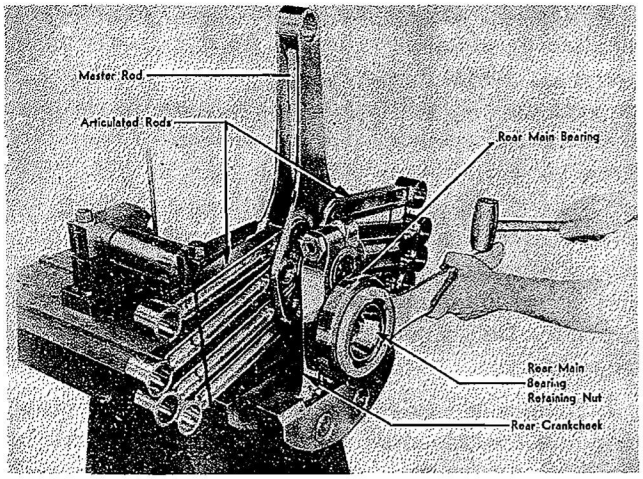

Figure 218—Tightening Rear Main Bearing Retaining Nut
i. Install the crankshaft rear main bearing outer race, retainer, and rollers on the inner race. Insure that the side of the outer race marked "PROPELLER END" is facing toward the crankshaft rear cheek. Install the crankshaft rear main bearing retaining nut. Tighten the retaining nut to the torque value of 1100-1300 inch-pounds. Secure the nut provided the correct torque exists. If alignment of the locking pin holes cannot be obtained, continue tightening, using a torque wrench or as shown in figure 218, until the crankshaft and the nut locking pin holes are aligned. Do not exceed a turn of 20 degrees. Install a new tab lock and rear main bearing nut locking cap screw or tighten the lock screw and bend up the tab lock to secure it.